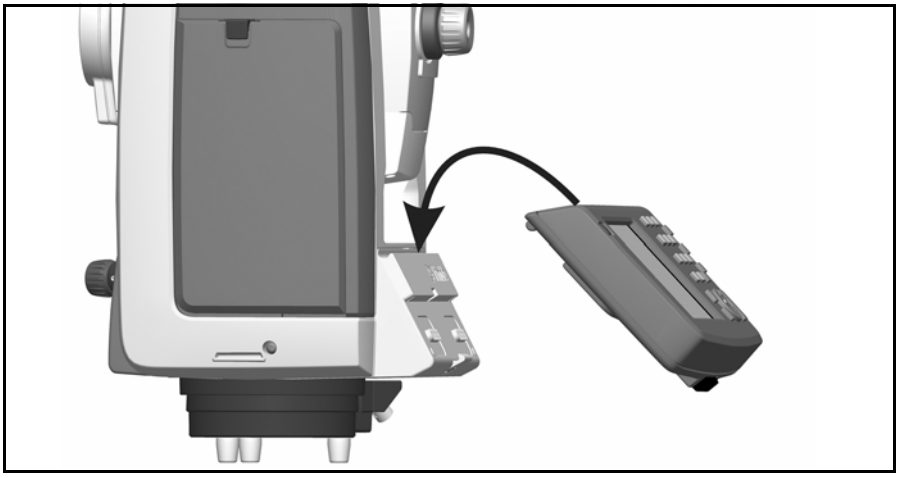

Рис. 4.39. Крепление контроллера Trimble CU к инструменту
1. Прицепите верхнюю часть контроллера Trimble CU за верхний край панели крепления. Рис. 4.39